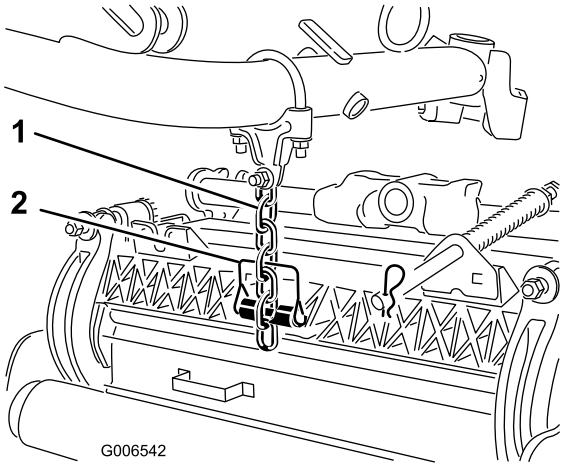

Figura 19
7. Prenda a corrente do braço de elevação ao suporte da corrente da unidade de corte (Figura 19) com o pino de encaixe da seguinte forma: